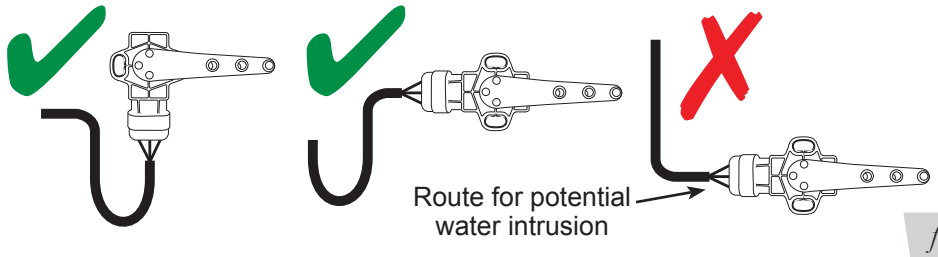

*fig. 9*
*Keep proper drip loops and use proper bend radius for wire bundles (fig. 9).*